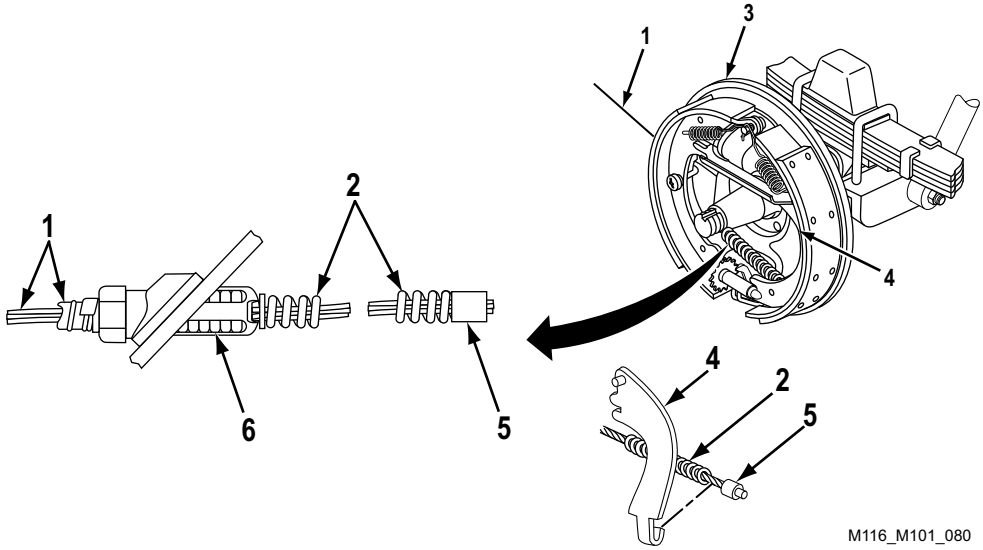

Figure 6. Handbrake Cable Assembly Installation.
3. Feed handbrake cable assembly (Figure 6, Item 1) through backing plate (Figure 6, Item 3) and position at lever (Figure 6, Item 4). Make sure lock tabs (Figure 6, Item 6) are spread and hold handbrake cable assembly (Figure 6, Item 1) securely in backing plate (Figure 6, Item 3).
4. Pull spring (Figure 6, Item 2) away from swaged sleeve (Figure 6, Item 5), and hook swaged sleeve (Figure 6, Item 5) to lever (Figure 6, Item 4).